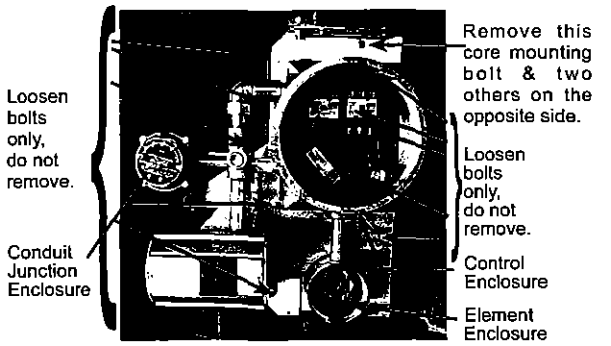

FIGURE 10
2. Disconnect all wires entering element enclosure (see Figure 10).
3. Slightly loosen all cabinet bolts shown in Figure 10, to prevent the core from binding.